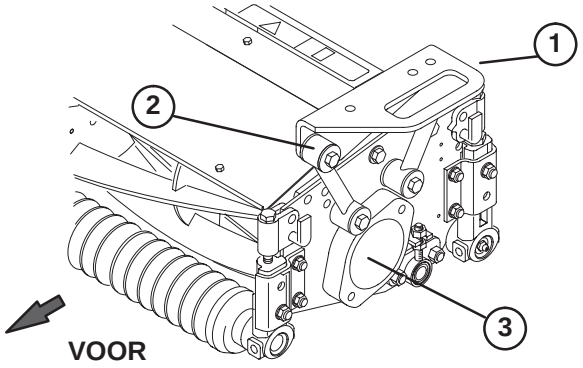

Figuur 18
Opmerking: Als de hefarmen volledig zijn opgeheven, moet u de slangen laten lopen zoals wordt aangegeven in Figuur 18, waarbij de afstand tussen de slangen en de hefarmen ongeveer 1–3 mm moet bedragen.
2. Plaats een frontdraagframe (Fig. 16) op elk frontmaaidek. Houd de montagegaten recht voor de montageverbindingen zoals wordt getoond in Figuur 18.
3. Plaats het achterdraagframe (Fig. 17) op het achtermaaidek. Houd hierbij de montagegaten recht voor de montageverbindingen zoals wordt getoond in Figuur 18.
4. Zet elke montageverbinding vast aan het draagframe met een tapbout (3/8 x –16 x 2-1/4 inch), 2 platte ringen en een borgmoer, zoals wordt getoond in Figuur 18. Plaats tijdens de montage een ring op beide zijden van de verbinding. Draai deze vast met een torsie van 42 Nm.